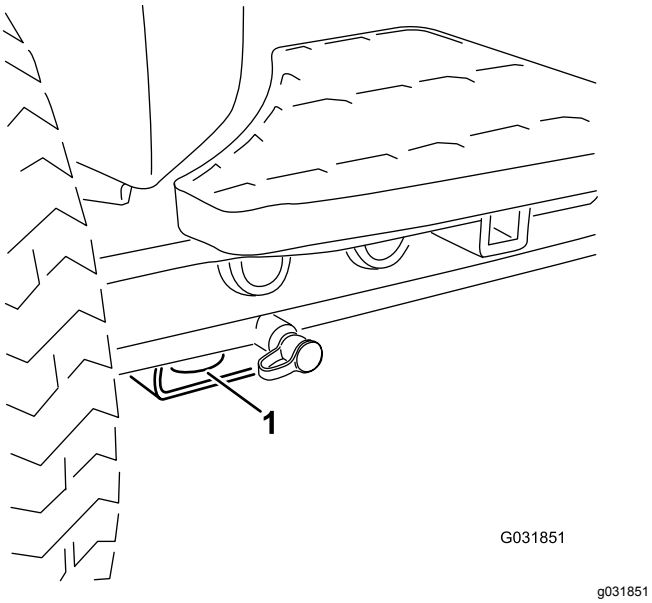
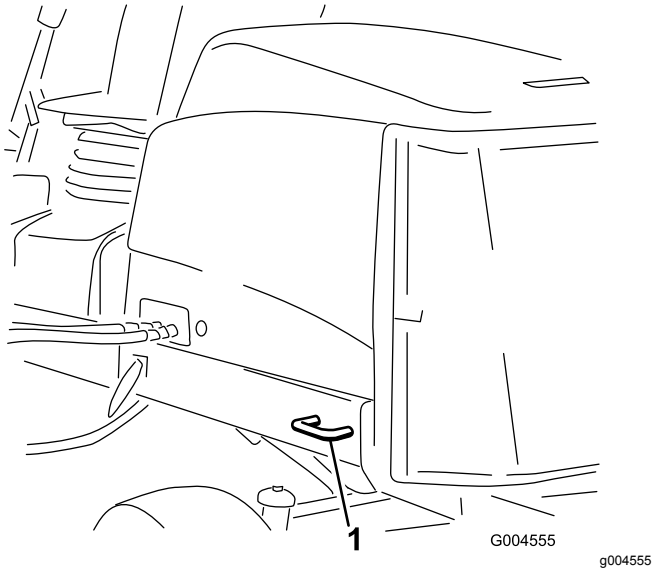

Figuur 57
Figuur 58
5. Gebruik de metalen bevestigingspunten op de machine om de machine goed te bevestigen op de aanhangwagen of de vrachtwagen met banden, kettingen, kabels of touwen (Figuur 57 en Figuur 58).
- Voor – de opening in het rechthoekige blok, onder de asbuis, aan de binnenzijde van beide voorwielen (Figuur 57)
- Achter – Beide zijden van het achterframe van de machine (Figuur 58)